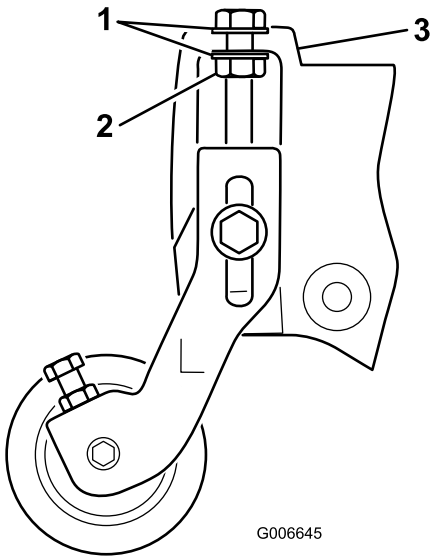

Figura 21
Nota: As anilhas nos parafusos de regulação da altura de corte devem ser colocadas em cada um dos lados da flange, na placa lateral (Figura 21).
17. Aperte a porca de retenção, no parafuso de regulação da altura de corte, até que as anilhas toquem na flange da placa lateral e depois rode a porca 1/2 volta para trás (Figura 21).